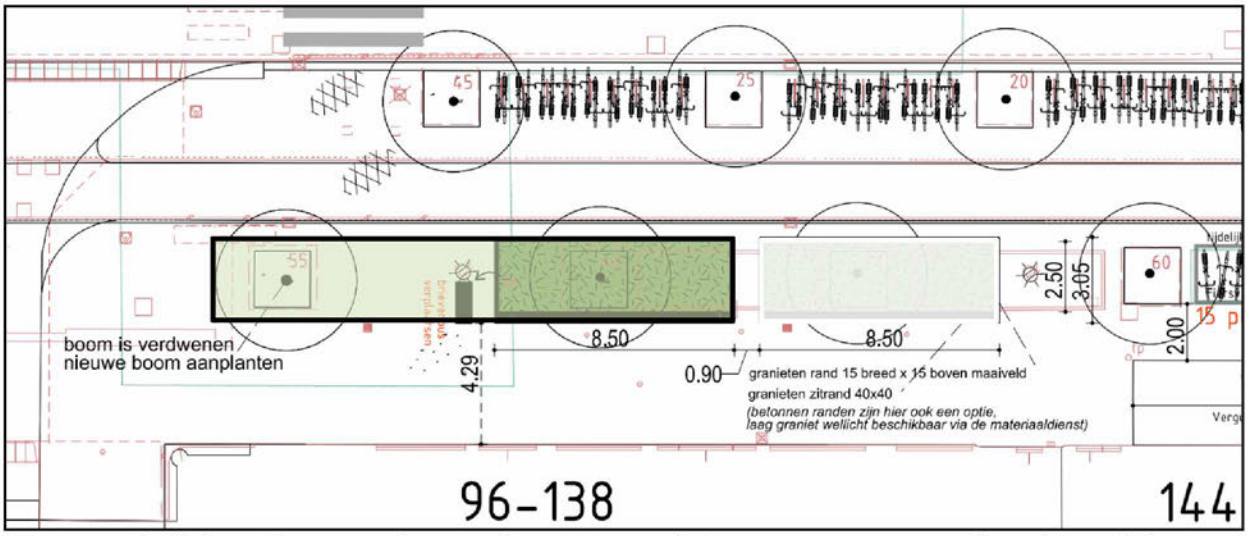

Figuur 15: Voorbeeld alternatief ontwerp ter hoogte van boom 6. Ontwerptekening: 20220704 vergroenen en fietsparkeren Jodenbreestraat. (Gemeente Amsterdam)
- Aanbevolen wordt om plantvakken met elkaar te verbinden om in de toekomst wortelopdruk te voorkomen (zie voorbeeld figuur 15). De verwachting is dat bomen de oversteek maken naar het nevenstaande plantvak. In de verharde tussenruimte (90 cm) is daarom opdruk van de verharding te verwachten.
- Voer voorafgaand aan de werkzaamheden het NTO uit. Hieruit zal blijken of bomen 5 en 6 voldoende stabiel zijn. Wanneer de bomen onvoldoende stabiel zijn, moet mogelijk worden overwogen om de bomen te verwijderen of de werkzaamheden omtrent de vergroening uit te stellen. De mogelijke wortelschade die optreedt bij de werkzaamheden kunnen desastreus zijn wanneer de bomen reeds in een verminderde conditie verkeren. Wanneer de bomen zijn verwijderd, kan worden overwogen om het ontwerp aan te passen zoals in figuur 15 wordt weergegeven.